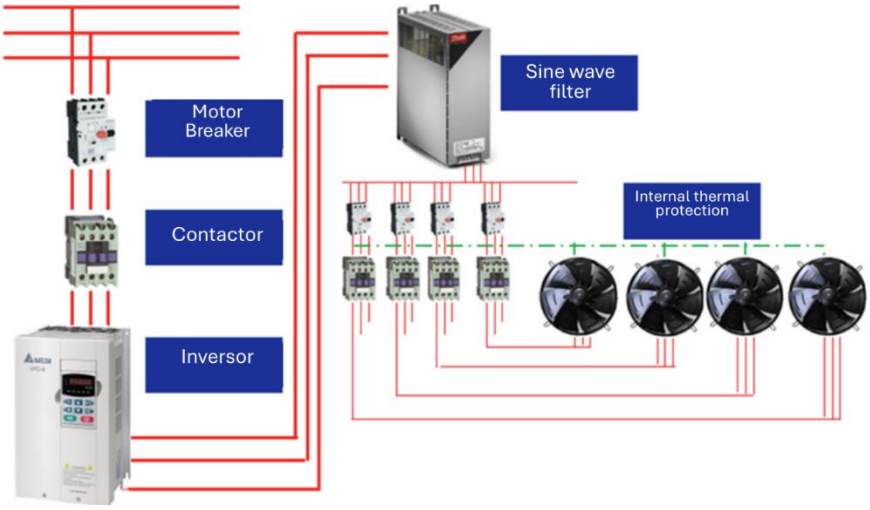

Figure 1 - Minimum assembly required for installation of inverters with multiple fans.
- A sine wave filter must be installed between the frequency inverter and the motor on all poles (sine wave output voltage filter effect between phase-phase, phase-ground), see Figure 1.